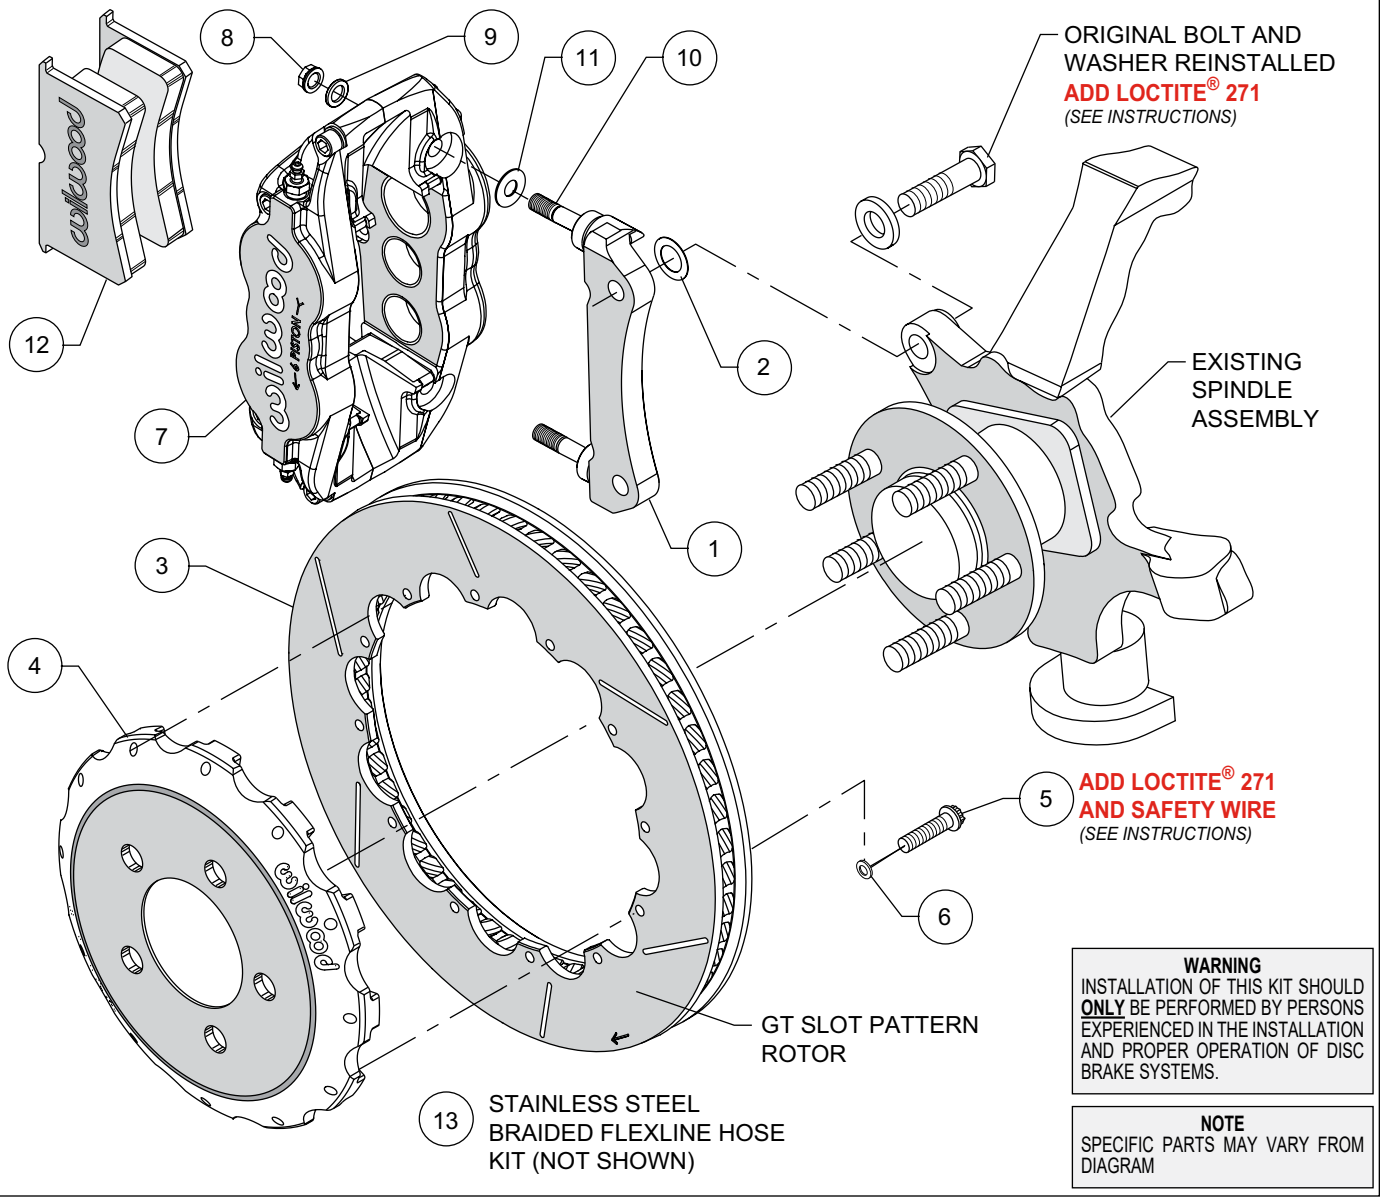
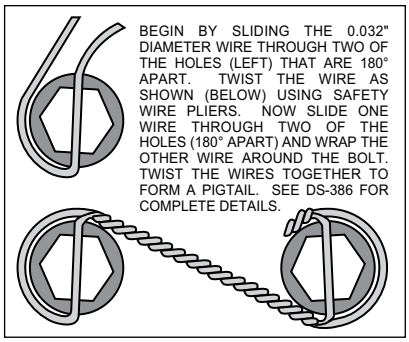

Figure 1. Typical Installation Configuration
Figure 3. Safety Wire Diagram
Assembly Instructions (numbers in parenthesis refer to the parts list and Figure 1 on the preceding pages):
- The caliper mount bracket (1) should initially be installed with clean, dry threads on the mounting bolts. Orient the bracket as shown in Figure 1, and install using saved OEM bolts and washers. Initially place one .015 thick shim (2) on each bolt between the bracket and upright, Figure 1. Temporarily tighten the mounting bolts. ***NOTE:*** *The bracket must fit squarely against the mount bosses on the upright.* Inspect for interference from casting irregularities, machining ridges, burrs, etc. Later, after the caliper alignment has been checked, the mount bolts will be secured using red *Loctite*® 271.
- Orient the rotor (3) and the hat (4) as shown in Figure 1. Attach rotor to hat using bolts (5) and washers (6). Apply red *Loctite*® 271 to the bolt threads and torque to 155 **in-lb** using a criss-cross pattern. Safety wire bolts using standard 0.032 inch diameter stainless steel safety wire as shown in Figure 3. Please refer to Wilwood's data sheet DS-386 (available at www.wilwood.com/Pdf/DataSheets/ds386.pdf) for complete safety wire installation instructions.
- ***NOTE:*** *This kit contains distinct right and left hand calipers that must be mounted in a specific direction, as described below.* Initially place one .035" thick shim (11) on each stud (10) as shown in Figure 1. Mount the caliper (7) onto the bracket (1) using lock nuts (8) and washers (9), Figure 1. Ensure that the caliper is mounted so that the largest pistons are at the rotor exit end of the caliper, in relation to the direction of rotor rotation. Temporarily tighten the lock nuts and view the rotor through the top opening of the caliper. The rotor should be centered in the caliper. If not, adjust by adding or subtracting shims (2) between the bracket and the upright. Always use the same amount of shims on each of the two mounting bolts. Once the caliper alignment is correct, remove the OEM bracket mounting bolts one at a time, apply red *Loctite*® 271 to the threads, and torque to OEM specifications.
- Remove the caliper center bridge pad retainer bolt, nut, and tube from the caliper. Insert the brake pads (12) into the caliper, with the friction material facing the rotor. Check that the top of the brake pad is flush with the outside diameter of the rotor. If not, adjust by adding or subtracting shims (11) between the caliper and the bracket. After the caliper pad height is set, reinstall the center bridge pad retainer tube, bolt, and lock nut. The lock nut should be snug without play in the bolt or tube. Be cautious not to over tighten. Torque the caliper lock nuts (8) to 30 ft-lb.
- ***NOTE****: OEM rubber brake hoses generally cannot be adapted to Wilwood calipers. The caliper inlet fitting is a 1/8-27 NPT* (use PTFE tape on pipe threads of adapter fitting for proper sealing to caliper). Install Wilwood's stainless steel braided flexline hose kit (13), P/N 220-8338 included with this kit. **Carefully route hoses to prevent contact with moving suspension, brake or wheel components.** ***NOTE:*** *Wilwood hose kits are designed for use in many different vehicle applications and it is the installer's responsibility to properly route and ensure adequate clearance and retention for brake hose components.*